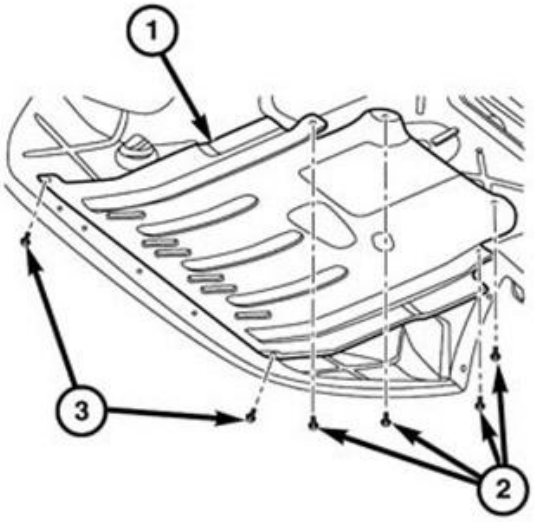

Figure 7 – Belly Pan
13. If equipped, remove belly pan (Figure 7).